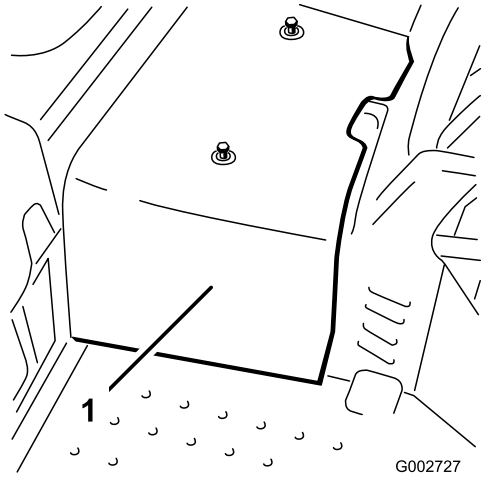

Figur 38
2. Ta bort de två skruvarna som fäster mittenkåpan vid maskinen och ta bort kåpan (Figur 38).